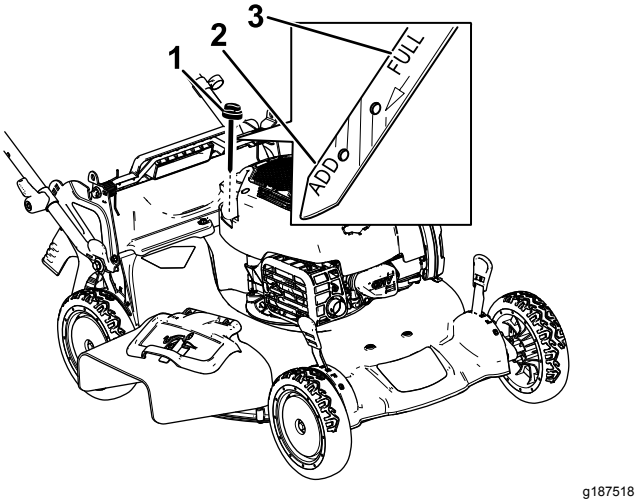

Figur 39
3. Lossa oljestickan genom att vrida locket moturs och dra stickan uppåt (Figur 39).
10. Läs av oljenivån på oljestickan (Figur 39).